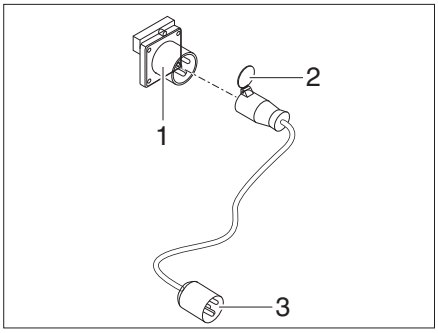

Fig. 172 Connection options for 400 V connection
- Open the cover (Fig. 172,2) of the CEE 32 A connecting cable.
- Plug the plug into the 400 V socket (Fig. 172,1) of the caravan.
- Plug the plug (Fig. 172,3) into the socket of the 400 V power supply unit at the site.